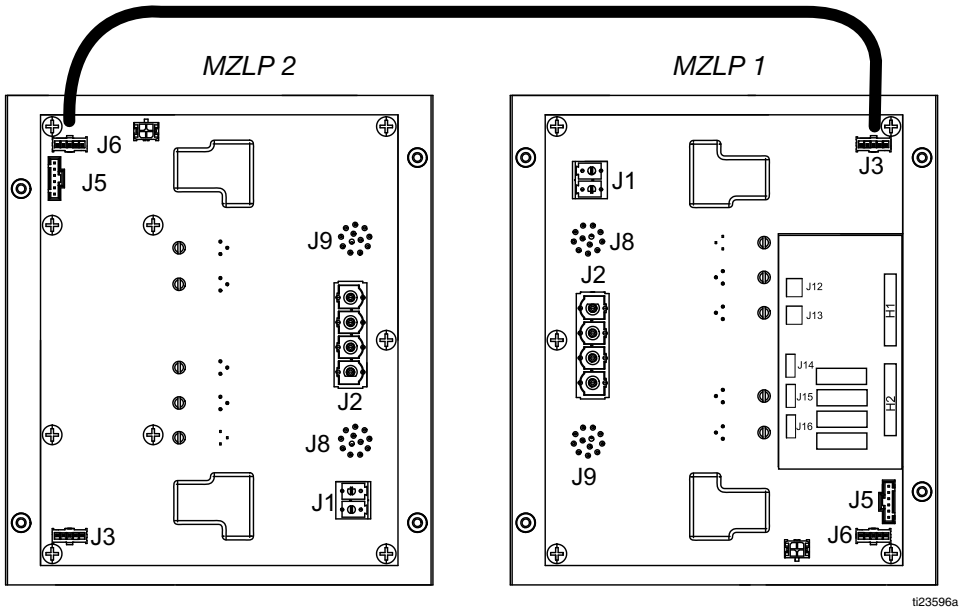

**FIG. 1**
The new MZLP (1301) with be referred to as MZLP 2, and the original MZLP that came with the system will be referred to as MZLP 1 from here on. See FIG. 1.
7. Connect CAN jumper cable (1302) to MZLP 1 connector J3 and connect other end of jumper cable (1302) to MZLP 2 connector J6. See FIG. 1.
9. Remove plugs (CC) from fluid manifold and replace with straight fittings (1307) or the extra fittings included with the InvisiPac system. Use the fittings that meet your hose routing needs.